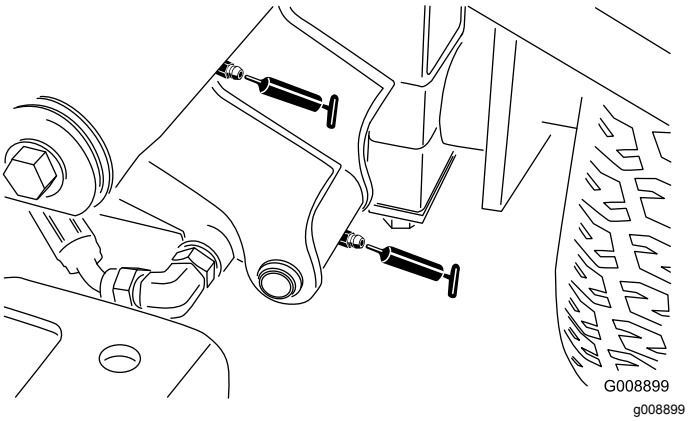

Figur 54
- Främre vänster lyftarmstapp och lyftcylinder (2) (Figur 54)